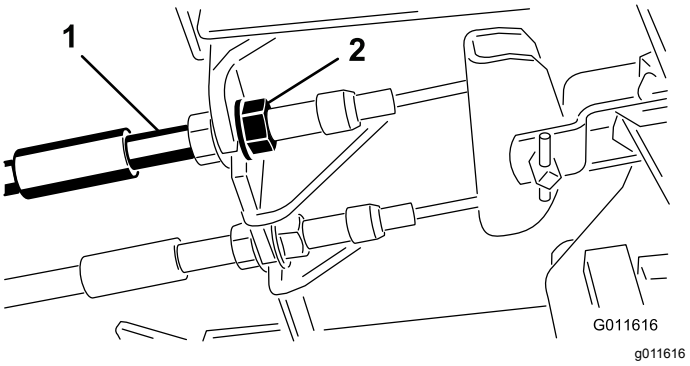

Figur 64
1. Tilspænd bremserne for at reducere bremsepedalernes frie vandring ved at løsne den forreste møtrik på bremsekablets gevindende (Figur 64).